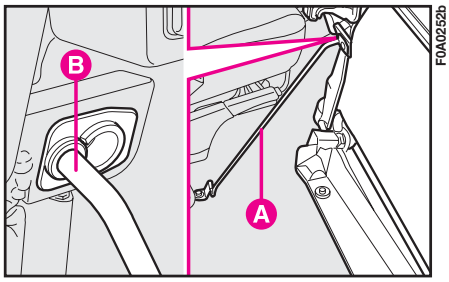

fig. 56
– lock the seat using the special rod **A-fig. 56** and fitting it into slot **B** on the seat.